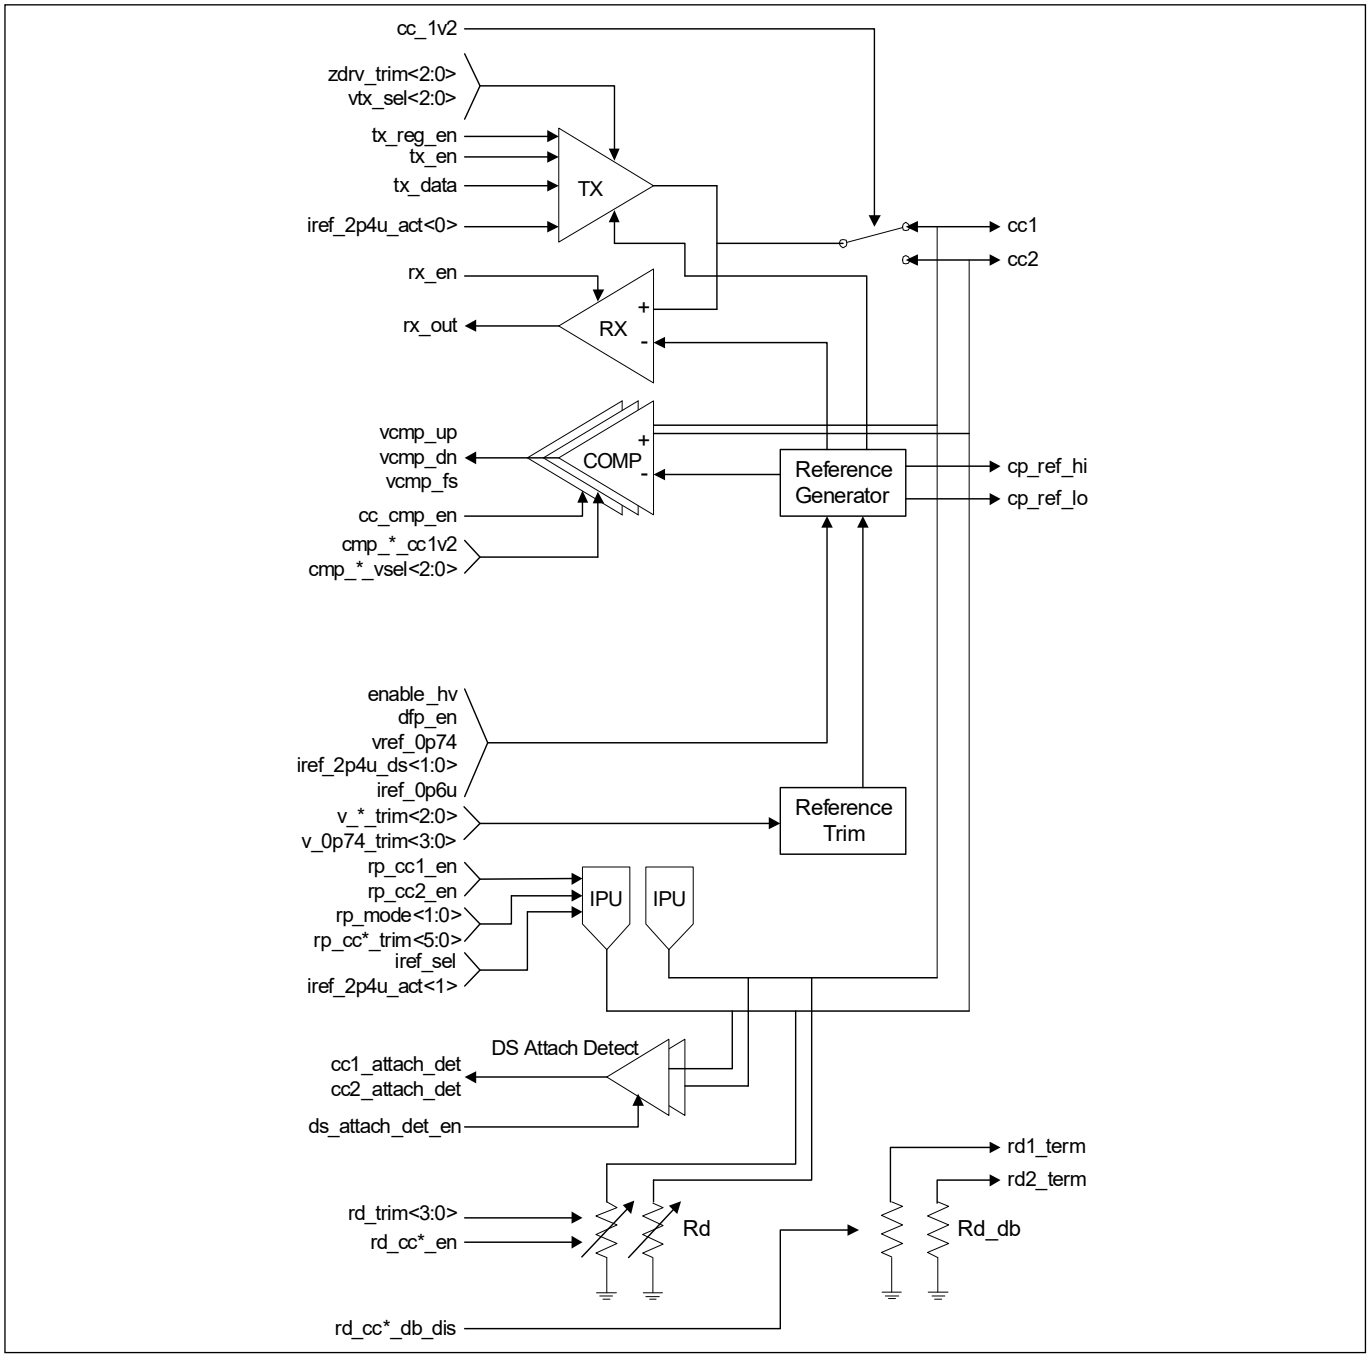

Figure 16-2. Analog baseband PHY
This PHY (consisting of analog and digital parts) takes care of all the USB PD protocols over the BMC protocol and USB PD transceiver for baseband signaling communication over the CC lines. This block, as shown in **Figure 16-2**, contains the USB PD transceiver for baseband signaling communication over the CC1/CC2 lines. The transmitter (TX) drives a 1.125 V slew-rate controlled data onto the chosen CC line. The receiver (RX) converts received data on the chosen CC line to a full-rail signal for decoding. The comparator (COMP) block contains two Deep Sleep comparators used to detect attach/detach and CC line activity events, and determine the voltage range on the chosen CC line. The idle voltage on the CC lines is generated by the voltage divider of the pull-up and pull-down termination, which indicates the advertised current capability of the DFP. The reference generator block generates the necessary voltages for the transmitter voltage, receiver threshold, and comparator thresholds. Each of these voltage references can be trimmed separately, as indicated by the v_*_trim<2:0> signal going to the Reference Trim block.